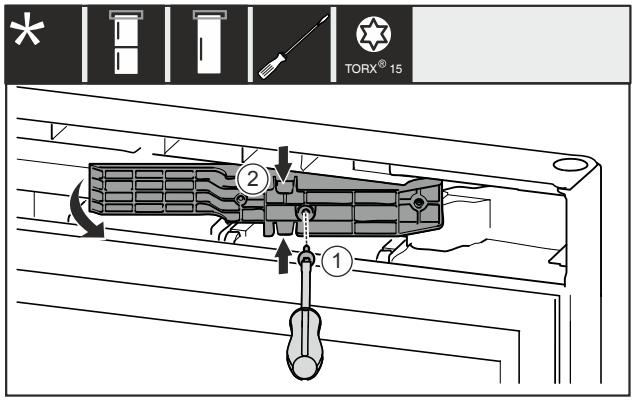

*Fig. 16 **
- ▶ Izņemiet skrūvi *Fig. 16 (1)*.*
- ▶ Viegli saspiediet adapteri *Fig. 16 (2)* augšā un apakšā un izvelciet ārā.*